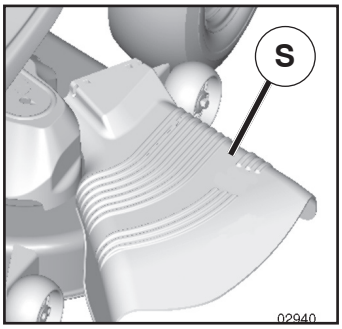

Fig. 12
ATTENTION: N'utilisez pas la tondeuse sans le déflecteur ou sans le ramasse-herbe (S) s'il y a lieu. (Voir La Fig. 12)